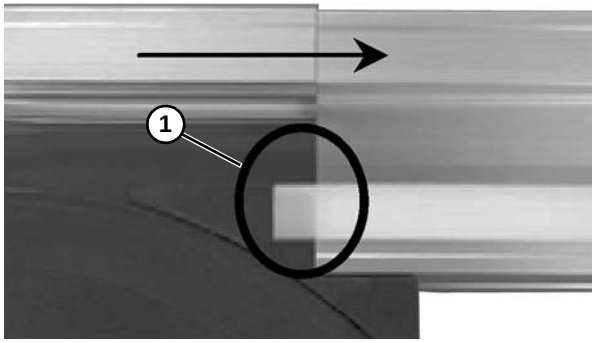

Figure 59
2. The step is applied onto out feed end **(Figure 59, item 1)** as well.